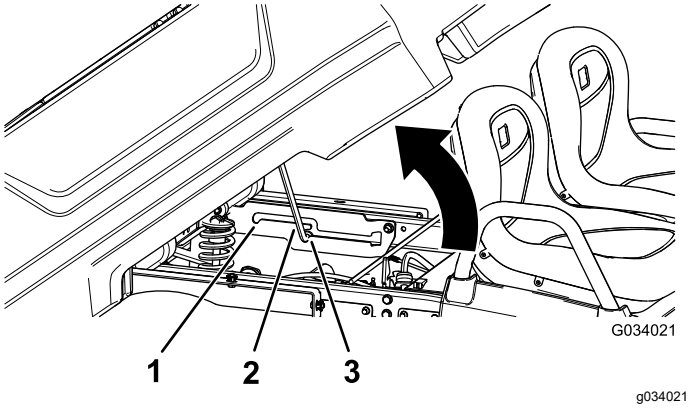

Rysunek 16
2. Pociągnij podpórkę do otworu z zapadką dla pozycji rozładunkowej, aby zabezpieczyć platformę na czas rozładunku (Rysunek 16).
2. Pociągnij podpórkę do otworu z zapadką dla pozycji serwisowej, aby zabezpieczyć platformę na czas konserwacji (Rysunek 16).
2. Wyciągnij podpórkę z otworu z zapadką (Rysunek 16).